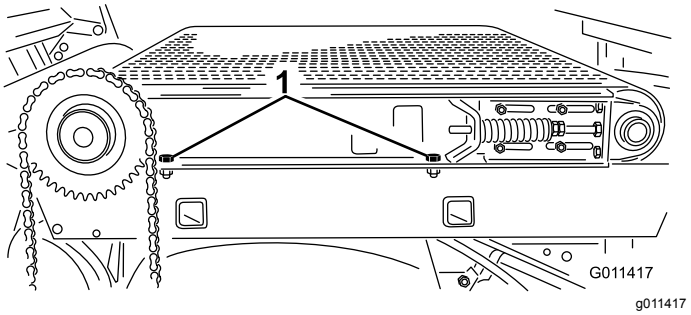

Figuur 34
6. Zet aan de rechterkant van de machine de 2 inbusbouten, ringen en moeren los waarmee de glijband aan het frame is bevestigd (Figuur 34). Zorg ervoor dat de bevestigingen voldoende los zijn opdat de glijband kan worden gekanteld.